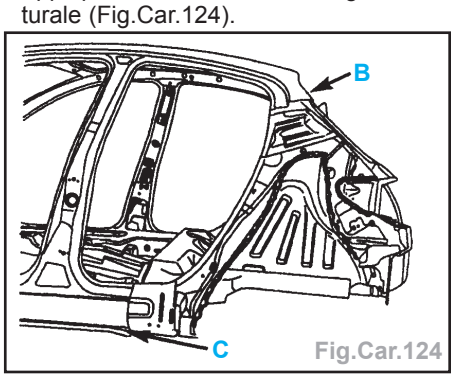

Fig.Car.124
- Appliquer une colle de calage structurale (Fig.Car.124).